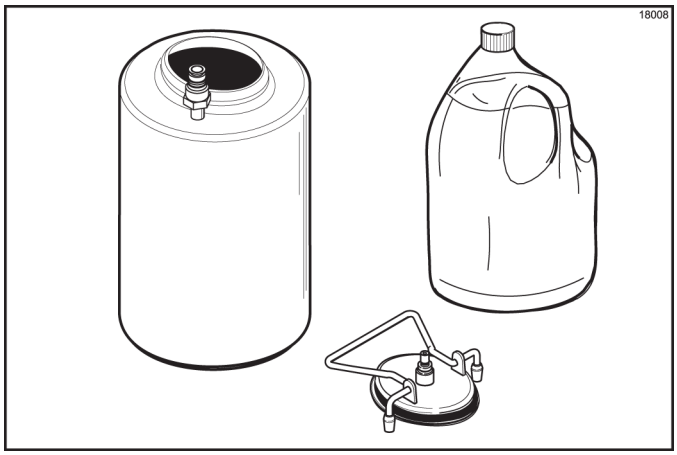

Figure 6-58
3. Remove the syrup tank from the compartment. Remove the syrup tank lid by lifting up on the locking lever. Fill the syrup tank with syrup to the indicating mark on the label. **Do not** overfill the tanks. (See Figure 6-58.)